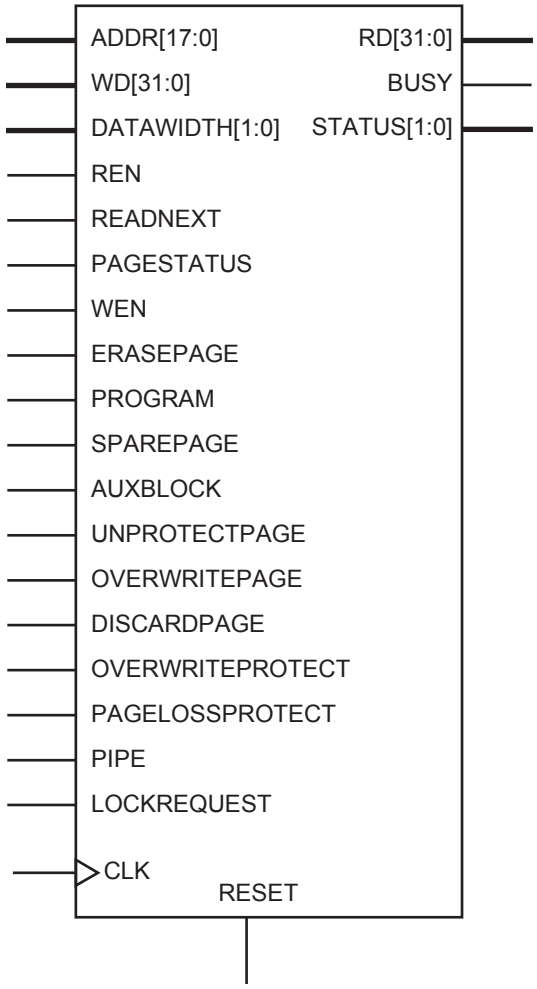

Figure 2-32 • **Flash Memory Block**
Fusion is the first FPGA that offers a flash memory block (FB). Each FB block stores 2 Mbits of data. The flash memory block macro is illustrated in Figure 2-32. The port pin name and descriptions are detailed on Table 2-19 on page 2-42. All flash memory block signals are active high, except for CLK and active low RESET. All flash memory operations are synchronous to the rising edge of CLK.